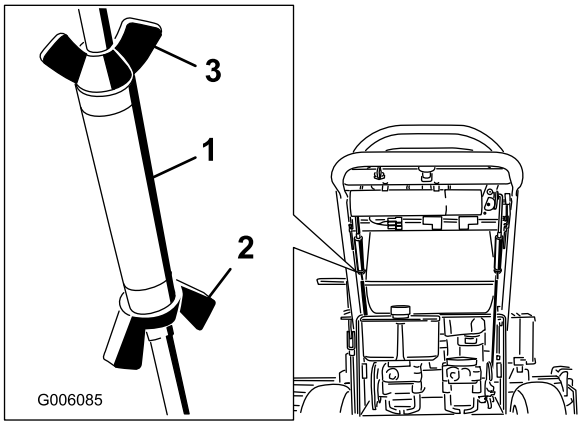

Figura 57
3. Bloquee el tensor apretando las tuercas de orejeta Figura 57).
5. Bloquee el tensor apretando las tuercas de orejeta Figura 57).